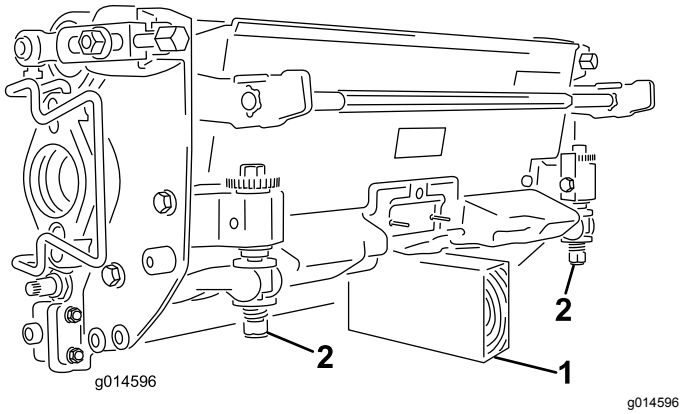

**Rysunek 9**
***Ważne:*** **Każdorazowo podczas przechylania zespołu tnącego w celu odsłonięcia noża dolnego / wirnika podeprzyj tylną część zespołu tnącego, aby upewnić się, że nakrętki na końcówkach śrub regulacyjnych nie dotykają powierzchni roboczej (Rysunek 9).**